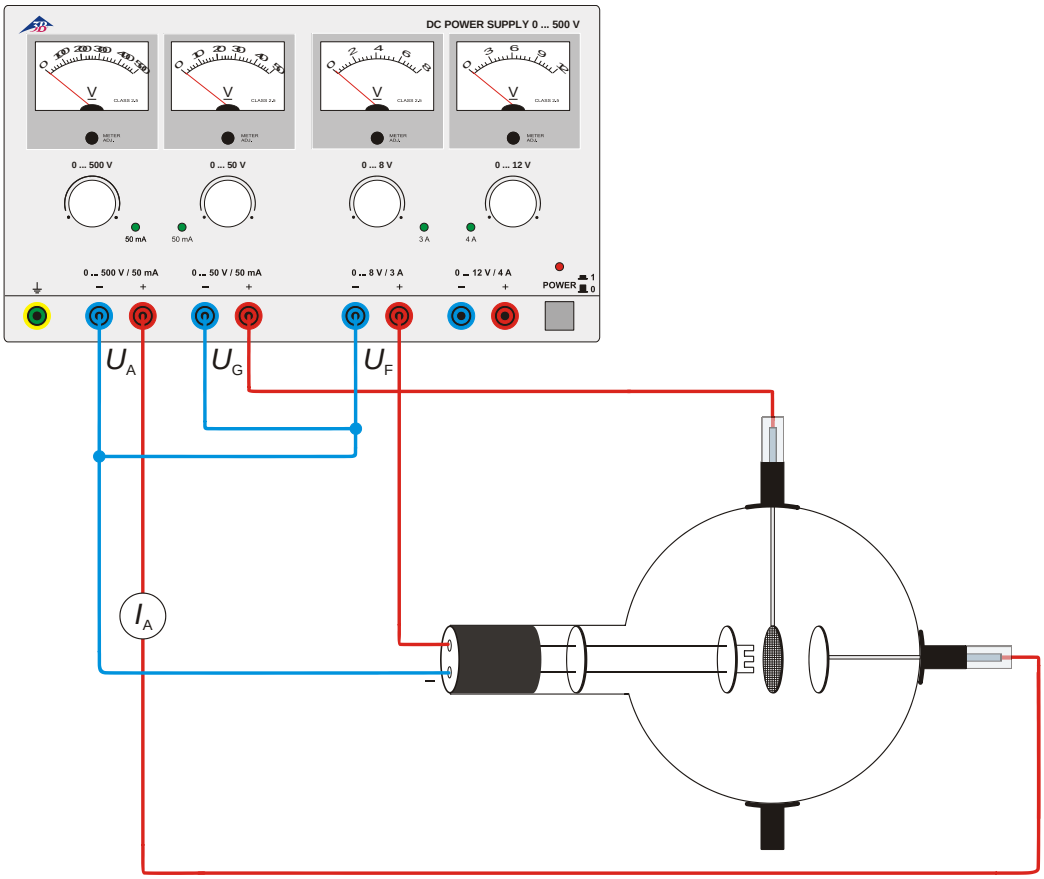

Fig. 1 Nachweis des Anodenstroms und Bestimmung der Polarität der Ladungsträger
- Schaltung gemäß Fig. 1 vornehmen. Dabei den Minuspol der Anodenspannung an die mit Minus gekennzeichnete 4-mm-Buchse am Röhrenhals anschließen.